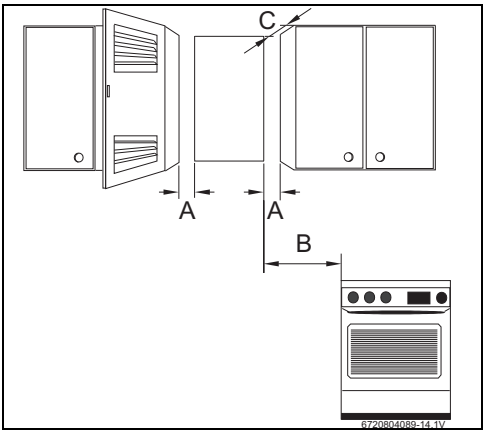

Рис. 12 Минимальные расстояния
- ▶ Соблюдайте минимальные расстояния, указанные на рис. 12.
- ▶ Обеспечить лёгкий доступ для выполнения работ по техническому обслуживанию и при этом выдерживать минимальные расстояния, указанные на рис. 12.